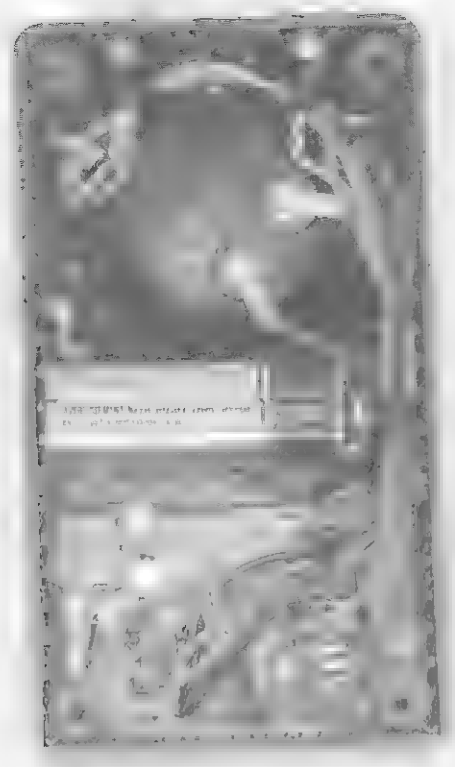

Figure 33-6 *Final assembly into EN1 enclosure*
14. Make final assembly, as shown Figure 33-6, and secure assembly board with two-sided foam tape.